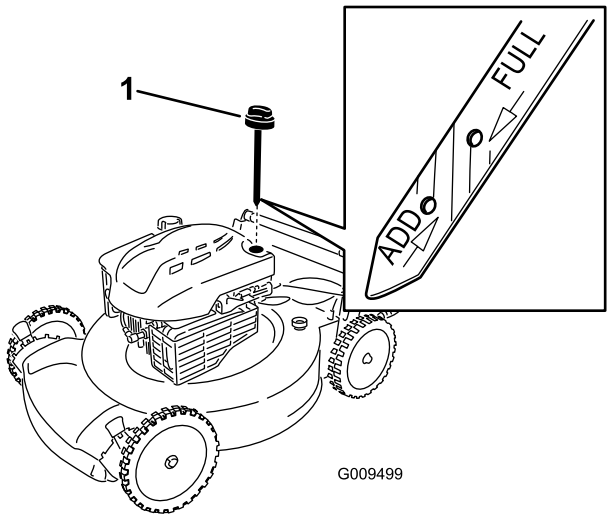

Figura 22
6. Rimuovete l'asta di livello dal tubo di riempimento dell'olio (Figura 22).